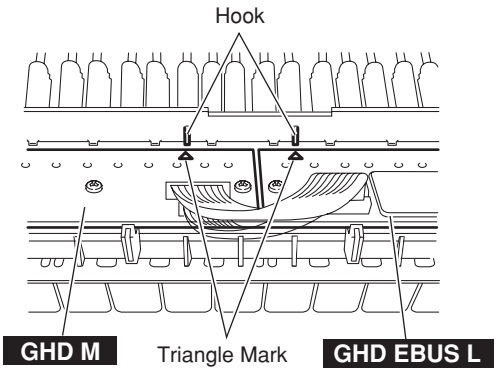

Fig.26
* ***When installing the circuit boards, set it under hooks to align the triangle marks of the circuit board and projection parts of the frame as shown in Fig.26.***